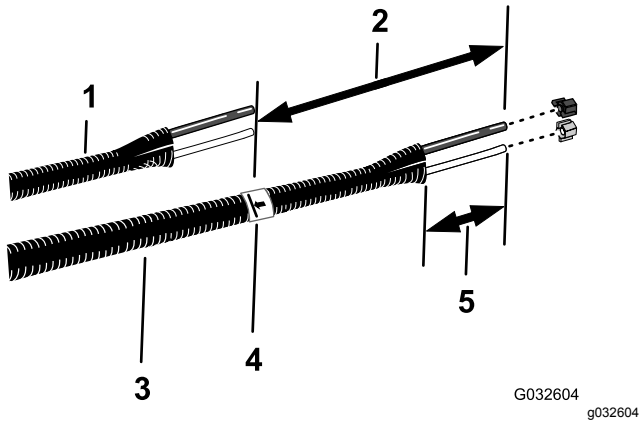

Figuur 12
6. Lijn de oude vloeistof- en luchtbuizen (Figuur 12) uit met de nieuwe buis (Toro onderdeelnummer 114-9553).
8. Voeg aan de nieuwe buis 26 cm toe vanaf de markering die u hebt aangebracht in stap 7, markeer de buis, en snij de buizen door op de tweede (langere) markering (Figuur 12).
10. Verwijder 77 tot 102 mm van de huls aan de uiteinden van de buis (Figuur 12).